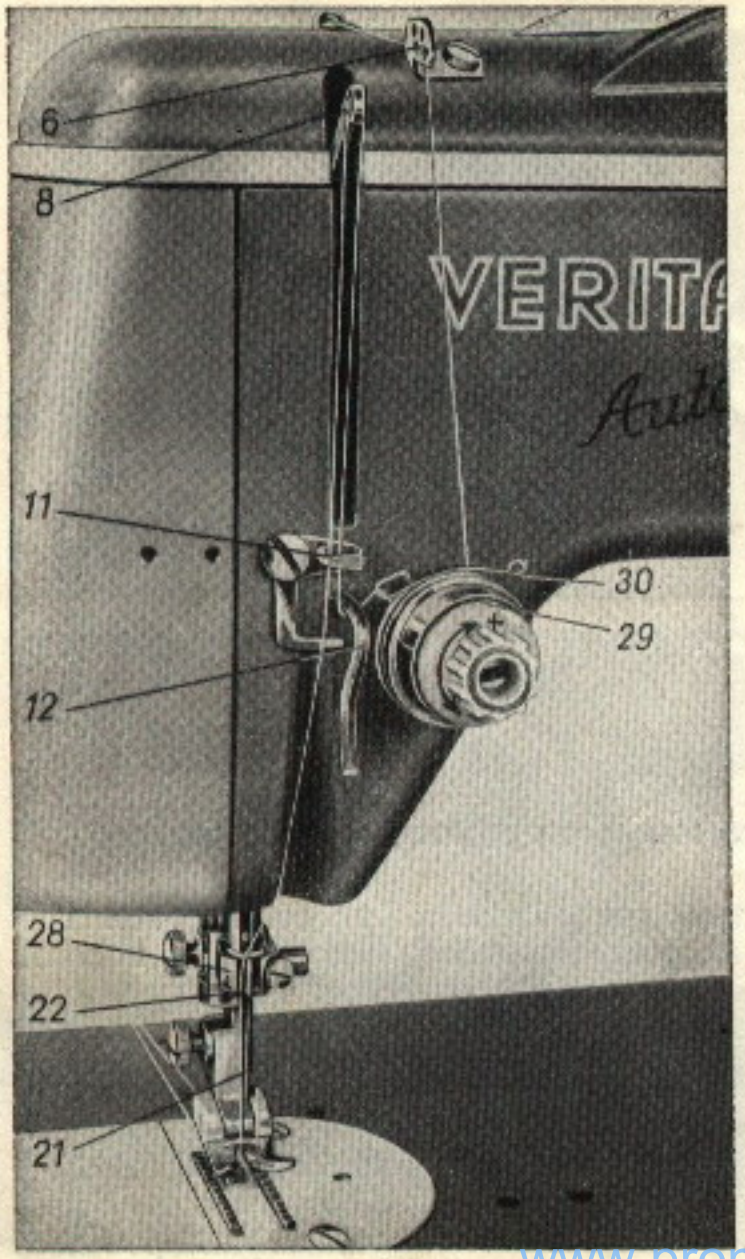

Рис. 17
11. Заправка верхней нити (рис. 17)